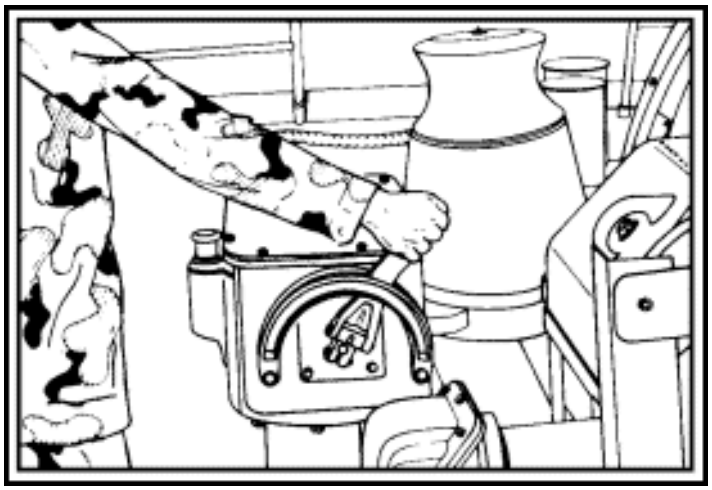

Figure 21-22. Checking Controller
- Turn on the power switch and then push the control handle forward to the lower position (Figure 21-22). Put it in this position just long enough to hear the power turn on, then bring the control handle back to the stop position.